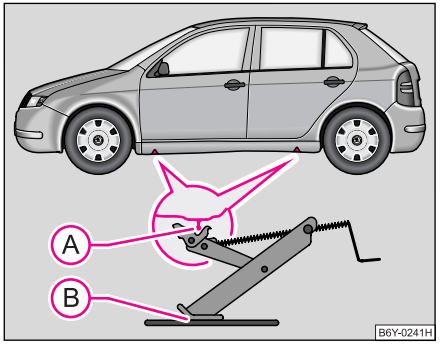

Fig. 157 Înlocuirea roţii: Puncte pentru fixarea cricului
– Pentru ridicarea autovehiculului căutaţi punctul de fixare a cricului cel mai apropiat de roata defectă ⇒ pagina 214, fig. 157.
– Aşezaţi cricul astfel încât gheara acestuia să cuprindă elementul vertical de sub prag (A), şi suprafaţa de sprijin a cricului (B) să se afle complet pe sol.